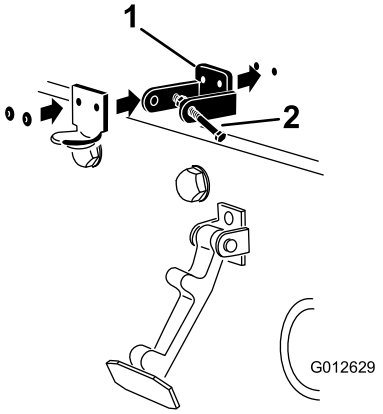

Figur 8
3. Plasser CE-låsebraketten og panserlåsbraketten på panseret på linje med monteringshullene. Låsebraketten må være mot panseret (Figur 8). Ikke fjern bolten og mutteren fra låsebrakettarmen.
5. Nagle brakettene og skivene til panseret (Figur 8).